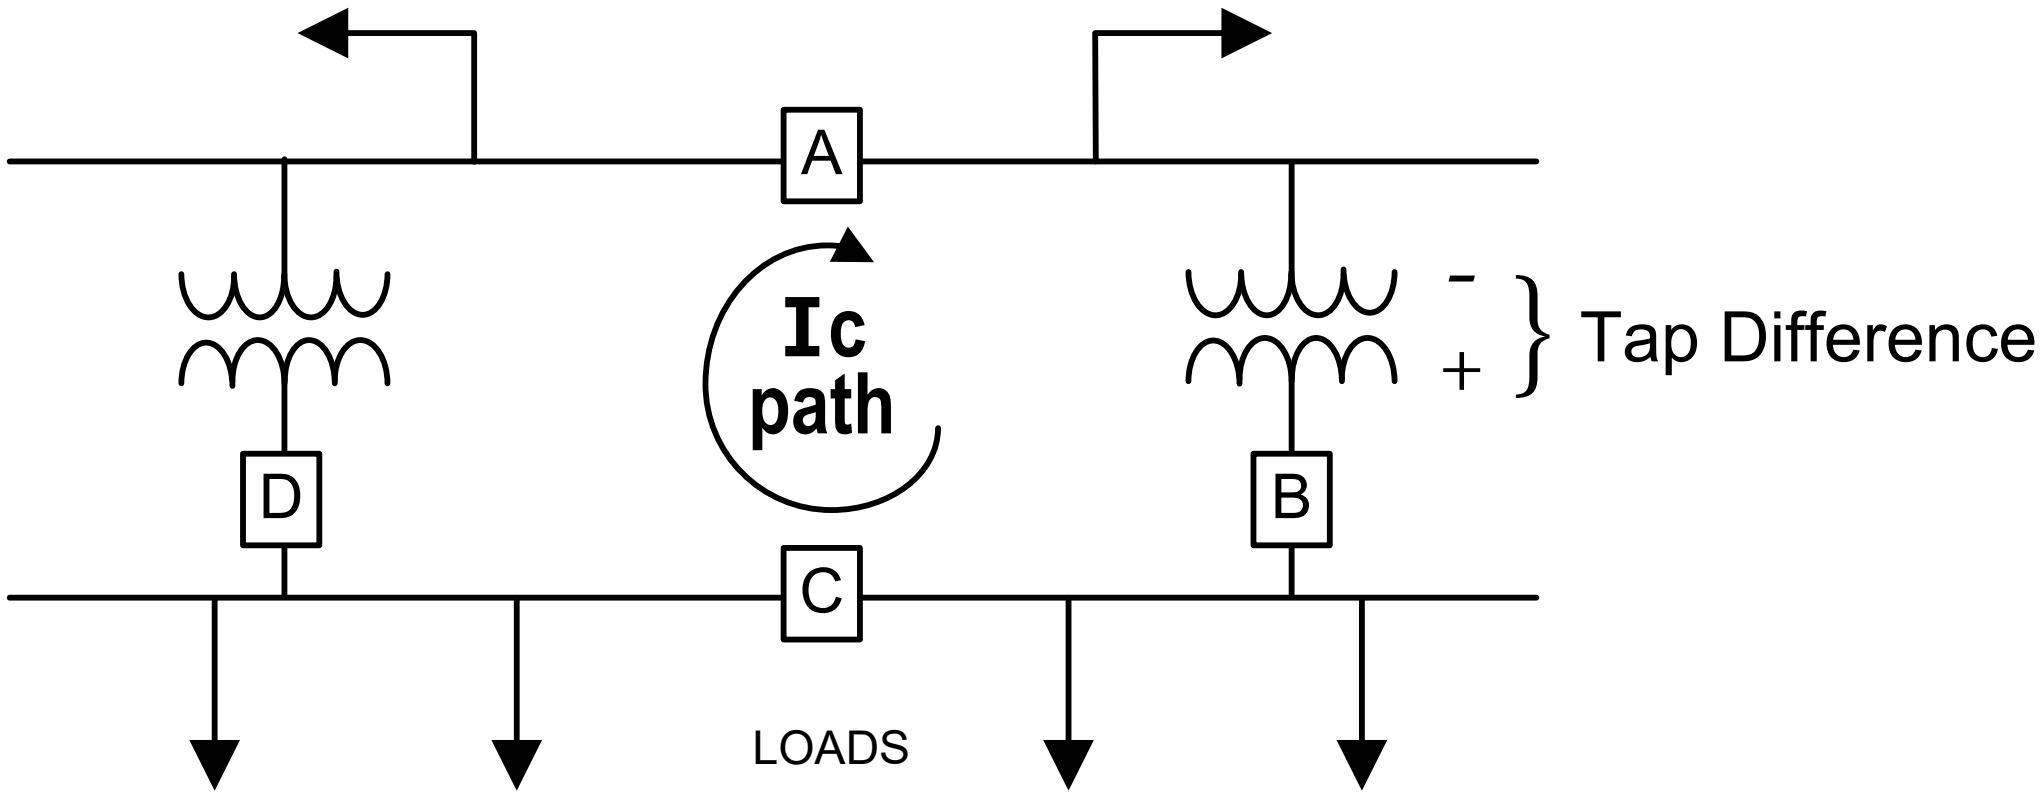

Figure E-1 Substation Breaker Configuration
A substation configuration which can result in the system condition in which one of the paralleled transformers is fed from one transmission line, while the other is fed from a separate line, is illustrated in Figure E-1. Another configuration which can result in the same condition is that of ring bus configurations with both line positions and transformer positions. Operation under these configurations can violate the assumptions of each of the three paralleling methods described above.
As illustrated in Figure E-1, all breakers (A through D) are closed. All considerations previously examined in Appendix C and D are applicable. Changes in circulating current are a function of mismatched tap position operations. Problems can occur if impedance changes in one transformer are substantially different from the impedance changes in the other, as tapchanges occur. The problem is that the KW loading is changing, as reflected in the circulating current, and therefore could be a factor in tap positioning – except if using the Delta VAr method.
Referring to Figure E-1, breakers B ,C or D operate singly or in combination to isolate one transformer from the other. Any paralleling method uses "a" or "b" contacts from the breakers to determine this condition and operate appropriately.
Referring to Figure E-1, Breaker A opens, which separates the sources to the paralleled transformers. Although contacts could also indicate this condition, there is no operating procedure using the standard methods of paralleling to account for this circumstance.
- In reference to Figure E-1, if: